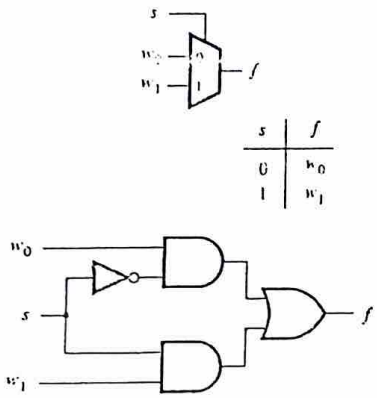

Fig. 10-1: A 2/1 MUX circuit
Step 1: Install the components of Fig 10-1 onto the breadboard of AT-700 and properly link the connections. Remember to connect each IC's pin 14 to "+5V" of DC power supply of AT-700 and pin 7 to "GND".
Step 2: Connect the Data switches "0", "1" and "2" to points *s*, *w0* and *w1* fig. 10-1 respectively. Then connect 8 bit LED Display's "0", to the point *f* of Fig. 10-1.